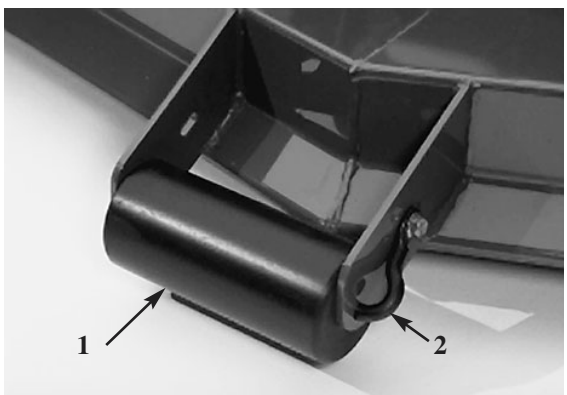

Afbeelding 3
Het afstellen van de voorste roller (Afb. 3):
1. Verwijder de tapbout en de moer waarmee de rolleras is bevestigd in de bracket van de maai-eenheid (Afb. 3).